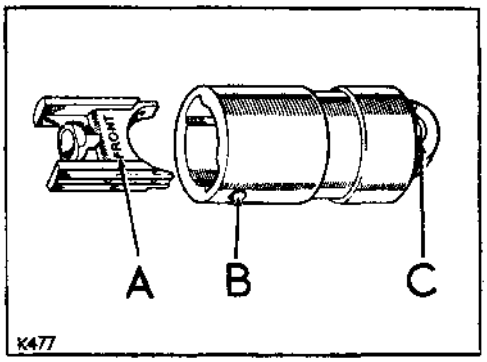

**Fig. A1-87. Tappet slides and rollers**
2. Fit the tappet slides and rollers, positioning the components relative to the front of the engine as illustrated in Fig. A1-87.